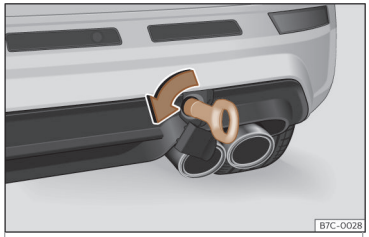

Fig. 44 En el lado derecho del paragolpes trasero: argolla de remolque enroscada.
- Enrosque la argolla de remolque en el alojamiento girándola al máximo **en el sentido contrario al de las agujas del reloj**››› fig. 44 ››› ❗. Utilice un objeto adecuado con el que pueda enroscar completa y firmemente la argolla de remolque en su alojamiento.